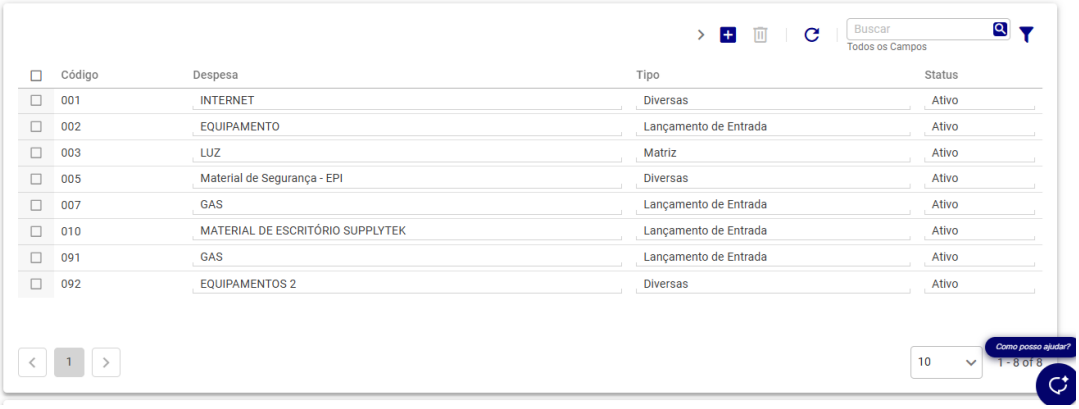

Figura 107: Painel Superior
- **Painel Superior (Figura 107):** Exibe a lista de todas as despesas cadastradas, com colunas para **Código**, **Despesa**, **Tipo** e **Status**. A barra de ferramentas deste painel permite **adicionar**, **editar** e **pesquisar** despesas.